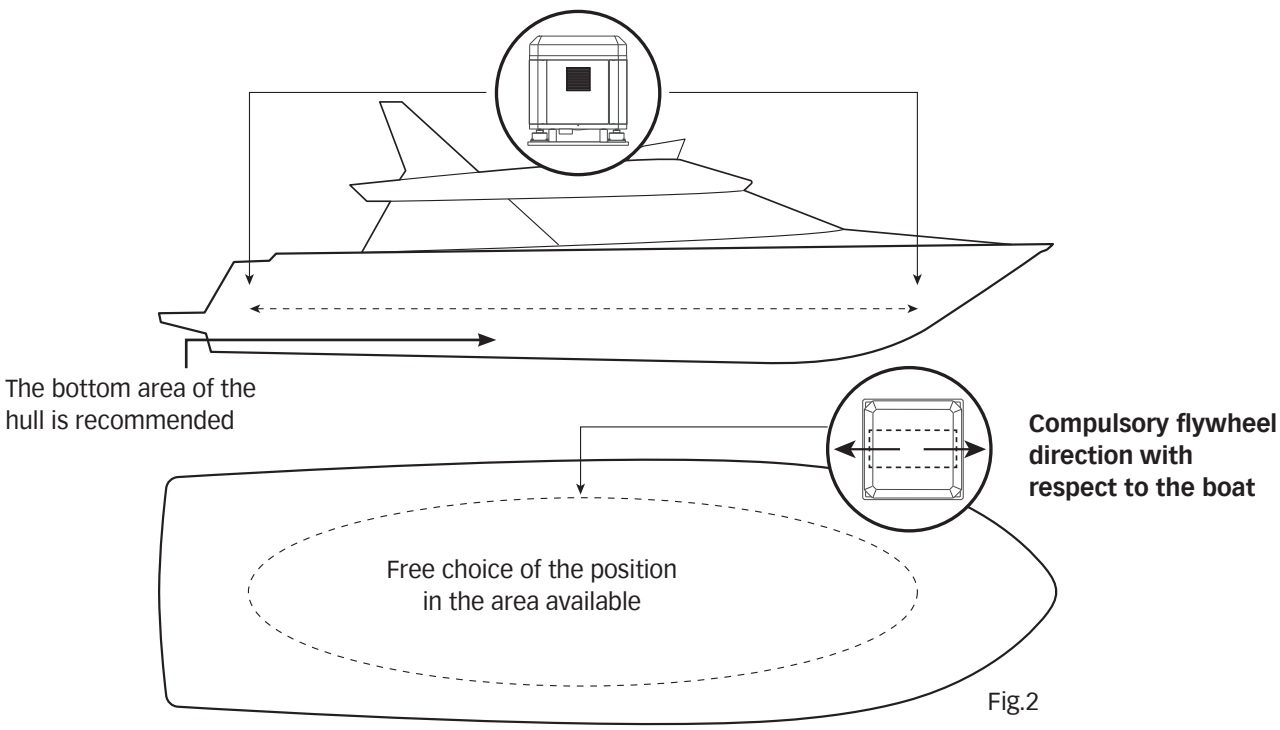
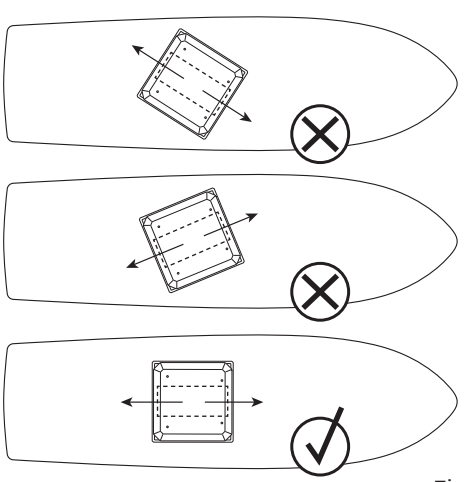

Fig.2
Fig.5
• **IMPORTANT: Position the stabilizer with the flywheel parallel to the hull's longitudinal axis; the direction of rotation, whether towards the bow or the stern, has no influence (Fig. 2).**
• **Position the stabilizer with the flywheel parallel to the hull's longitudinal axis** (Fig. 2 - Fig. 5)